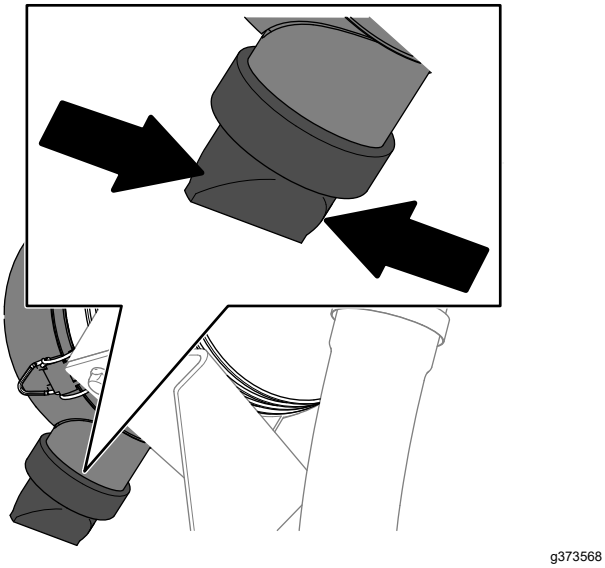

Figur 78
5. Kläm på dammrensningsventilen (Figur 78).